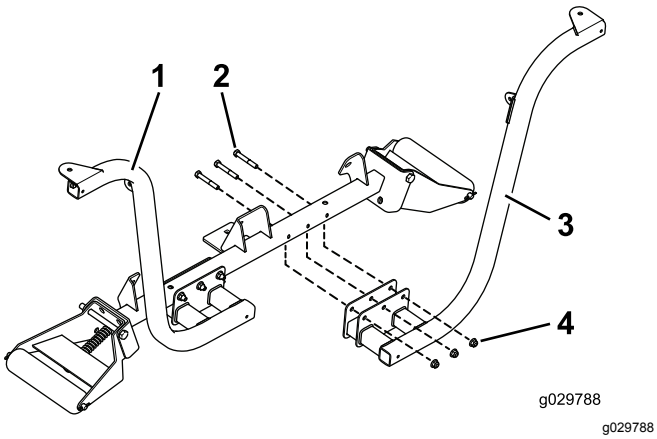

Figura 6
1. Fissate le staffe dei fari destro e sinistro alla parte anteriore del tubo di supporto del rullo con 6 bulloni (⅜" x 2½") e 6 dadi flangiati (⅜"), come illustrato nella Figura 6.